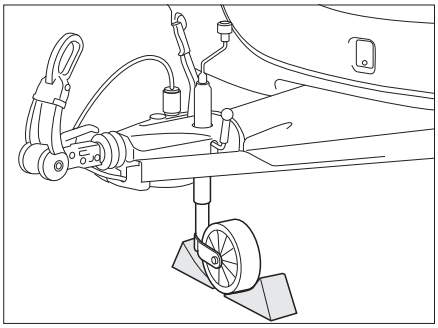

Fig. 165 Securing support wheel
- Place the support wheel diagonal to the direction of travel and secure with suitable tools (Fig. 165).